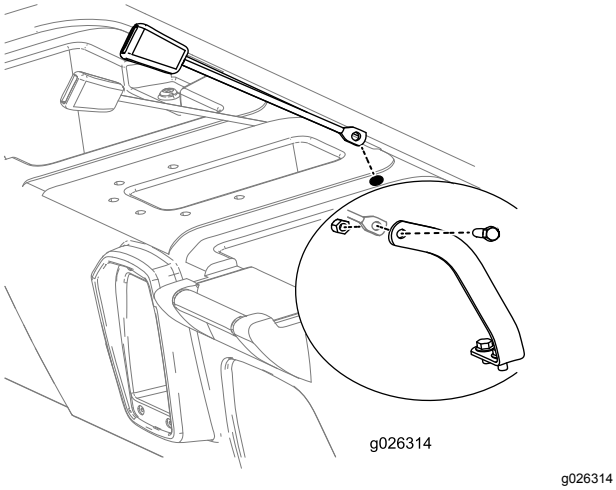

Figur 11
8. Sätt i fästessidan på den mottagande änden av säkerhetsbältets låsmontering i ett av de nyborrade hålen på sätessockeln (Figur 11).
9. Montera den mottagande änden av respektive säkerhetsbältesmontering vid säkerhetsbältesförankringarna med en skruv (7/16 tum) och en mutter (7/16 tum) i enlighet med Figur 11.